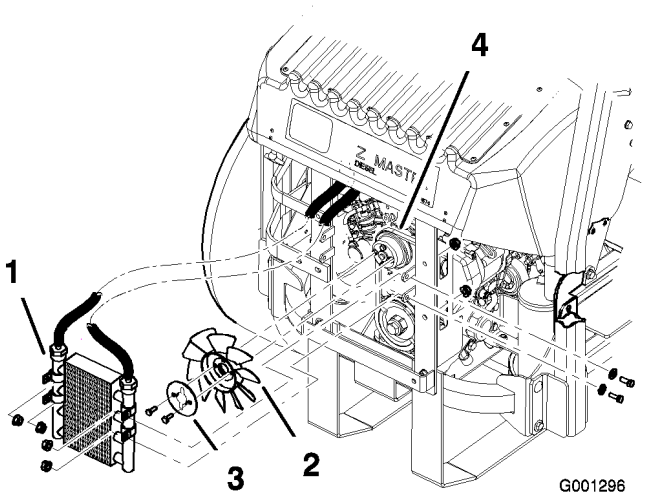

Figur 62
5. Fjern de fire boltene som fester oljekjøleren og plasserer oljekjøleren på siden (Figur 62).
6. Fjern de to boltene som fester viften og vifteplaten til maskinen (Figur 62).
10. Fest viften og vifteplaten til maskinen med de to boltene du fjernet tidligere (Figur 62).
11. Fest oljekjøleren med de fire boltene du fjernet tidligere (Figur 62).